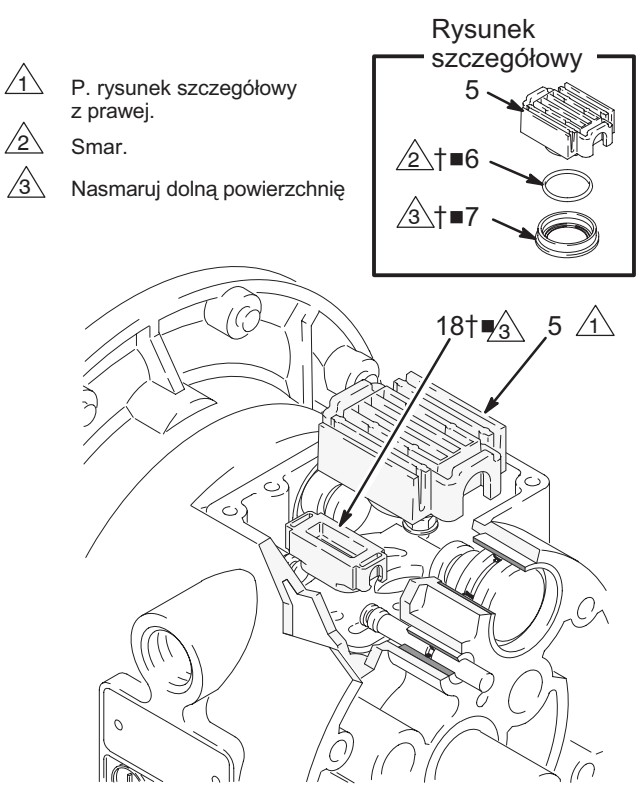

Rys. 9 02642
3. Przesuń prowadzenie zaworu (5) w położenie środkowe i wyjąć je z komory. Wyjmij blok zaworu (7†■) i pierścień uszczelniający (6†■) z elementu prowadzącego. Korzystając ze spiczastych szczypiec wyjmij blok sterowania (18) z komory unosząc go prosto do góry, p. rys. 9.
7. Nasmaruj dolną powierzchnię bloku sterowania (18†■) i włóż blok tak, by jego wypusty znalazły się w rowkach na końcach trzpieni sterowania (16), p rys. 9.
8. Nasmaruj pierścień uszczelniający (6†■) i włóż go do bloku zaworu (7†■). Wciśnij blok w prowadzenie zaworu (5). Nasmaruj dolną powierzchnię bloku zaworu, p. rys. 9.
9. Włóż prowadzenie zaworu (5) tak, by wypusty weszły w rowki na węższym końcu popychaczy (11), p. rys. 9.